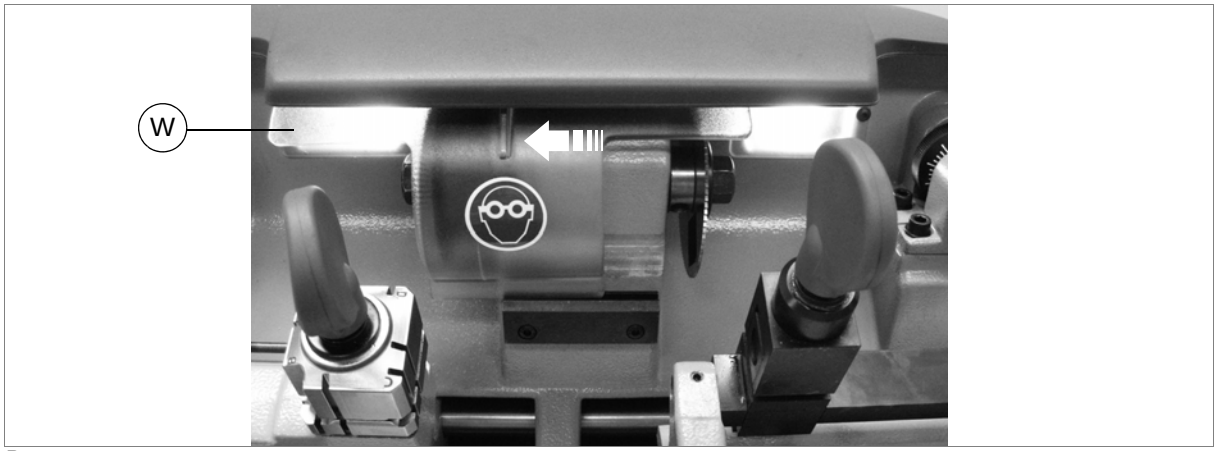

Рис. 11
- при работе с правосторонней кареткой передвиньте экран (W) влево (рис. 11)